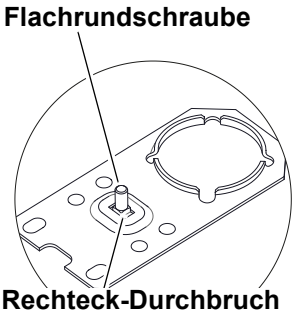

Abb. 8 Zentrierblech mit Flachrundschraube
1. **Flachrundschraube von unten durch den Rechteck-Durchbruch von zwei Zentrierblechen stecken (siehe** Abb. 8, S. 20**).**